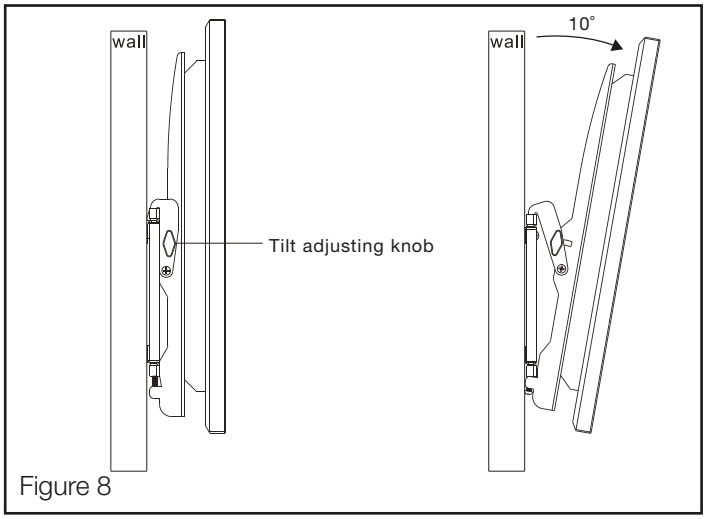

Figure 8
3. You may now adjust the angle of your TV for the best viewing angle. Use the tilt adjusting knob to adjust your TV to the desired angle between vertical and 10˚ down (see Figure 8).